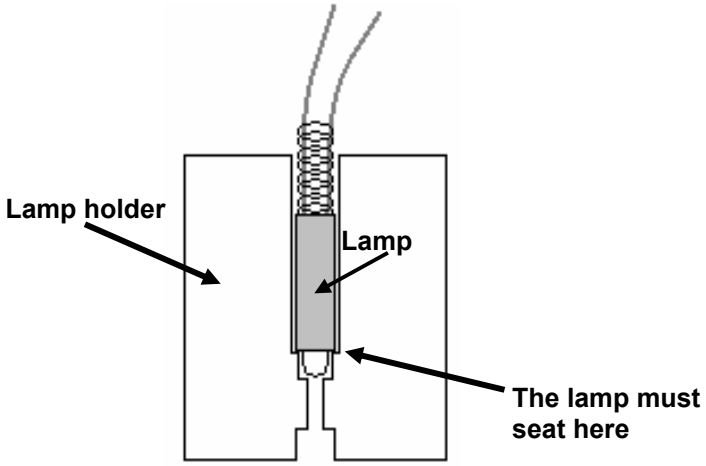

Figure 6
2. Install the new lamp in its holder. Pay attention to not touch the lamp bulb with your fingers. Use low lint tissue paper. Gently push the lamp down inside until it sets down to the bottom of the holder (Figure 6). The whole body of the lamp should not come out of the holder when properly set.
3. Using a small screwdriver, push down the lamp spring into the lamp support. Insert the Hairpin Cotter back in place to lock the lamp (figure 6 and 7). Make sure that the pin goes over both sides of the spring.